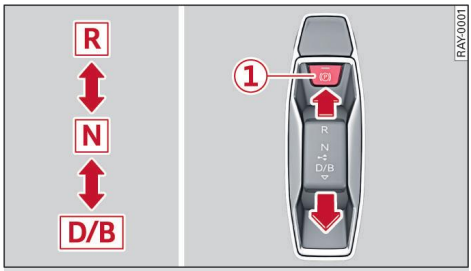

Fig. 69 Centre console: Selector lever
- Press the (P) button ⇨ *page 105, Fig. 69*. The parking brake will be applied. Transmission position P (parking lock) will be selected automatically. The drive system will be switched off.